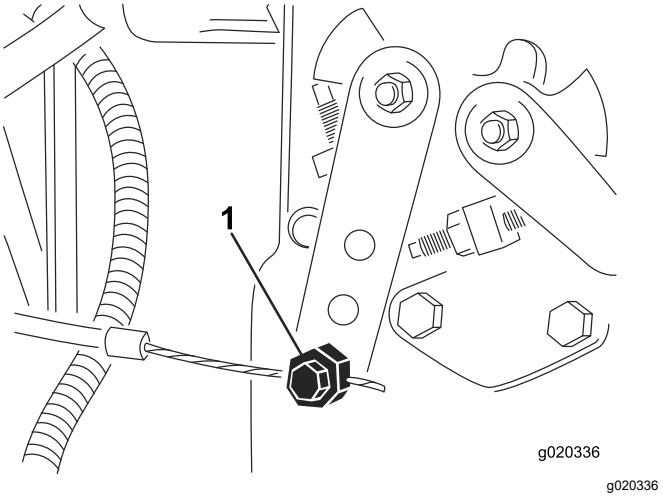

**Figur 78**
3. Lossa gasreglagekabelns kontaktdon på spaken vid insprutningspumpen (Figur 78).